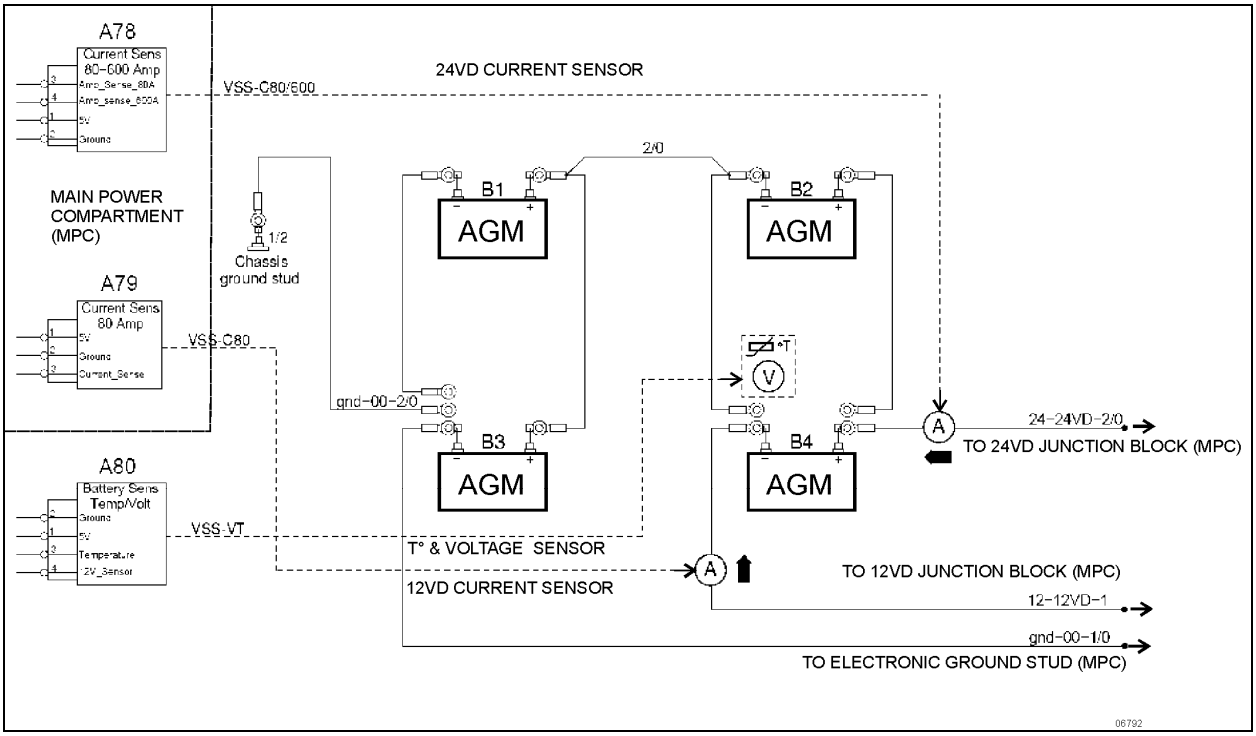

FIGURE 27: DIAGRAMME DES CONNEXIONS DES BATTERIES
Ce véhicule est équipé d'un système de gestion de l'énergie PRIME, il est muni de quatre(4) batteries AGM (à fibre de verre imprégnée d'électrolyte) de 12 V montées en série-parallèle (FIGURE 27).